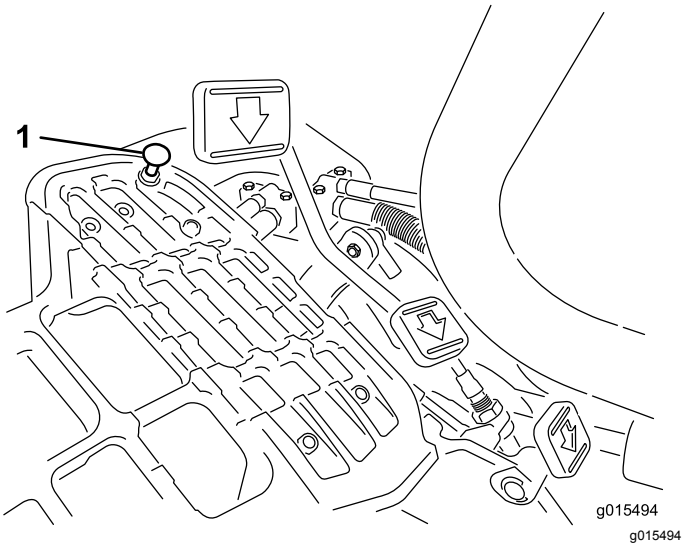

Rysunek 54
Naciśnij pedał jazdy. Jeśli pedał dotyka ogranicznika (Rysunek 54) zanim da się wyczuć napięcie linki, wówczas należy dokonać regulacji:
1. Poluzuj przeciwnakrętki głowicy kołnierza mocujące ogranicznik pedału do płyty podłogowej (Rysunek 54).